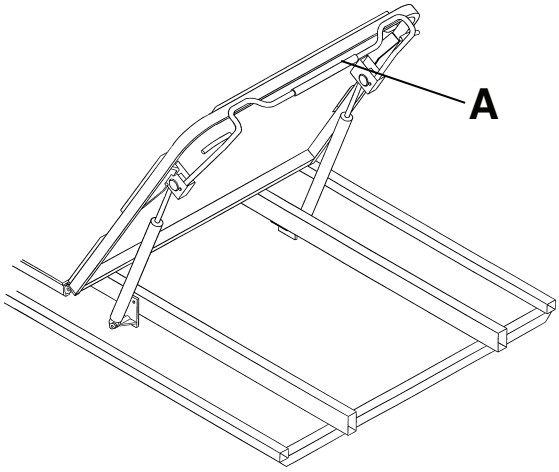

Figura 5 – Fowler pneumatico
Per alzare lo schienale Fowler, premere la relativa maniglia di sblocco rossa (A) e sollevare lo schienale Fowler alla posizione desiderata (Figura 5).